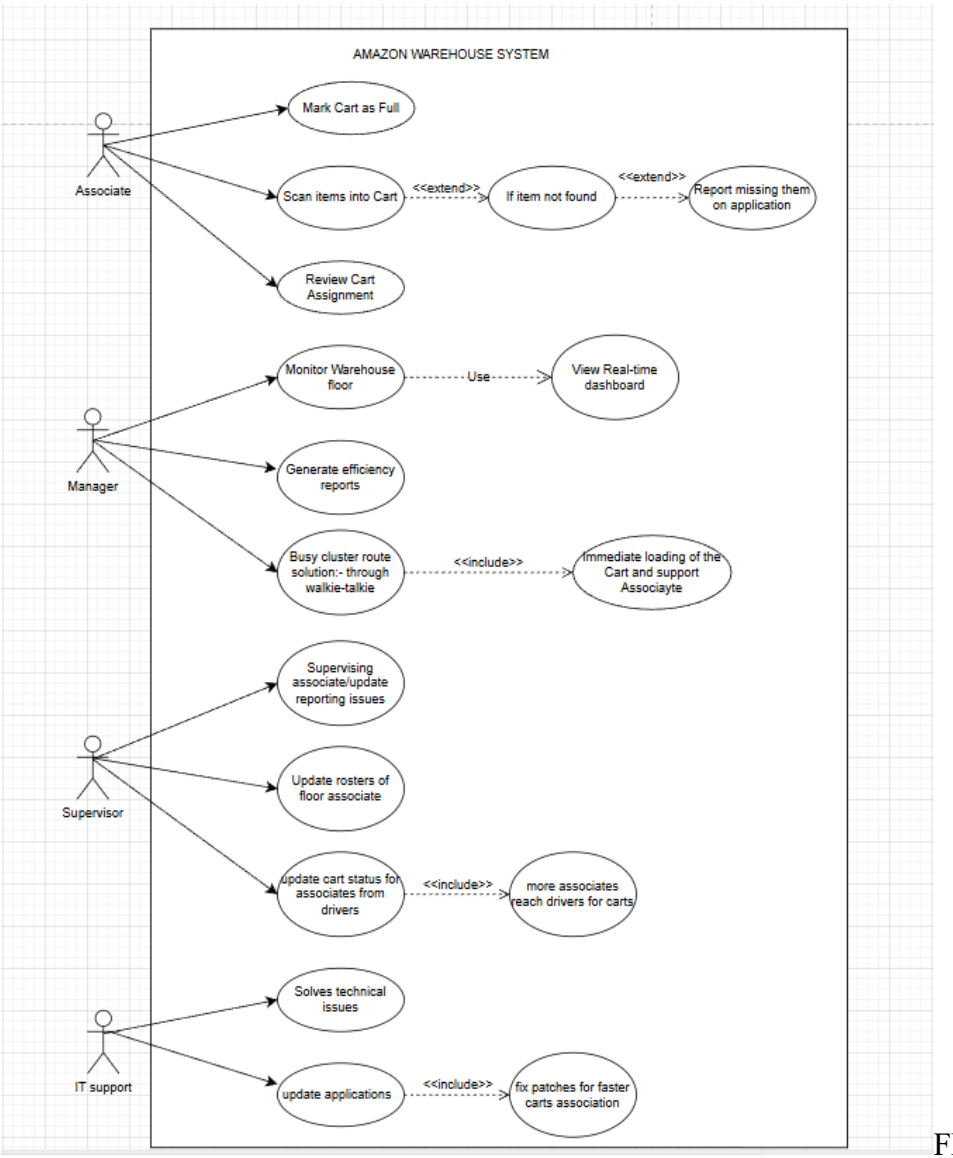

FIGURE 1
1. **FIGURE 1 CURRENT-STATE USE CASE DIAGRAM.....9**